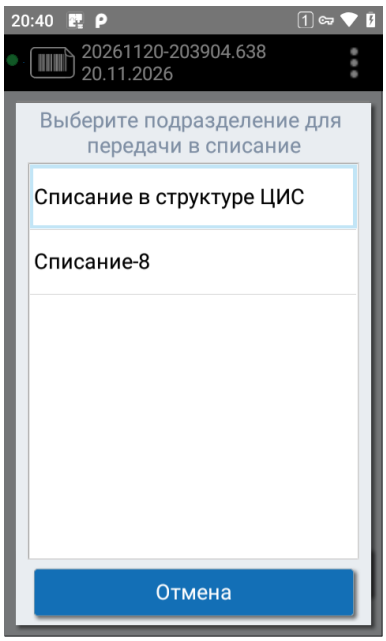
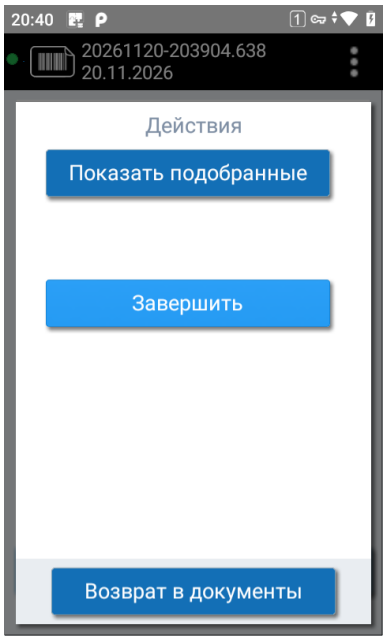

Рисунок 64. Выбор подразделения для передачи в списание
Рисунок 65. Меню «Действия» акта списания
3. Когда подтверждены все пеналы, ТСД предложит выбрать подразделение для передачи в списание (см. Рисунок 64). Если подтверждены не все, нажмите «Действия» → «Завершить» (см. Рисунок 65): также откроется выбор подразделения.